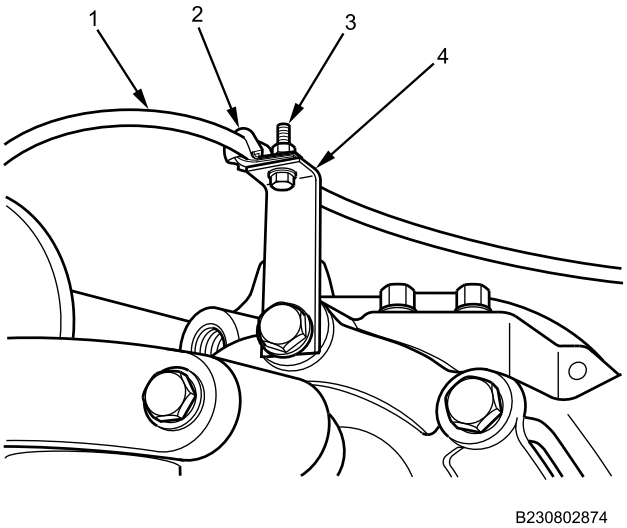

Figure 10. Front Axle Shift Cylinder Air Line Bracket.
7. Install clamp (Figure 10, Item 2) on RED front axle shift cylinder air line (Figure 10, Item 1).
8. Install bolt and nut (Figure 10, Item 3) on clamp (Figure 10, Item 2) and front axle shift cylinder air line bracket (Figure 10, Item 4). Tighten nut securely.